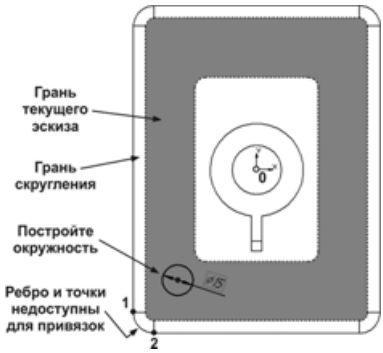

Рис. 5.52
- В левом нижнем углу детали постройте небольшую окружность, проставьте ее диаметральный размер и введите ему значение 15 (рис. 5.52).